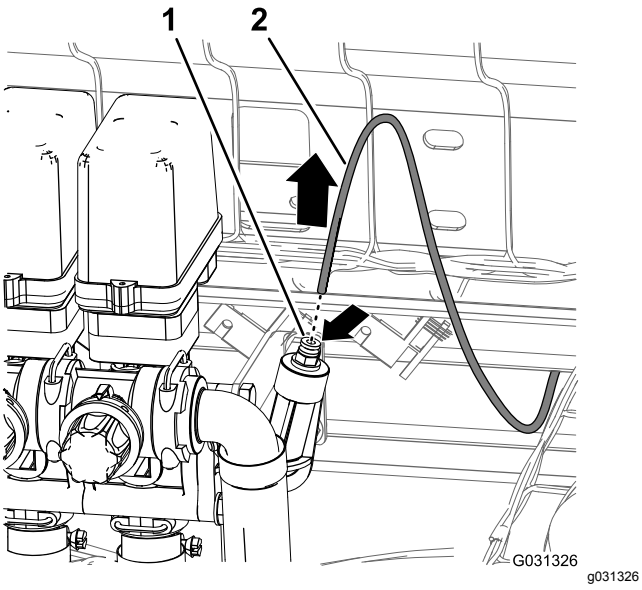

Figur 42
1. Tryck ned flänsen på rörkopplingen i tryckporten på höger sida av den högra sprutrampssektionens ventil (Figur 42).
2. Dra ut tryckgivarröret för instrumentbrädans mätare ur rörkopplingen (Figur 42).